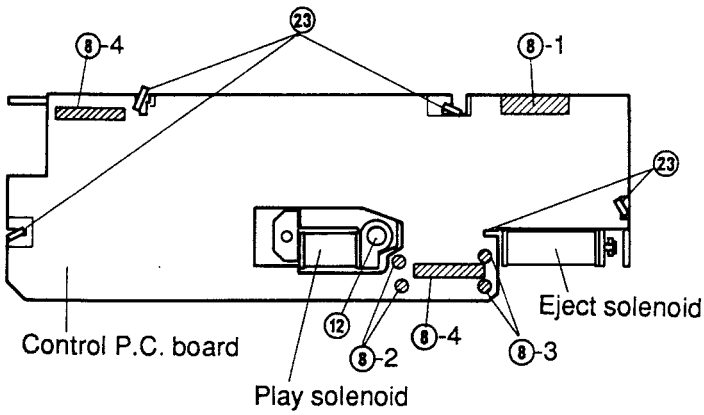

Figure 11
(2) Remove solder ⑧-1, and remove the parallel wire (5P) from the control PC board as shown in Figure 11.
(1) Remove the two solders ⑧-2 as shown in Figure 11.
(2) Remove one screw ⑫ and remove the solenoid as shown in Figure 11.
(3) Mount the new solenoid following the removal steps in the reverse order.
(1) Remove two solders ⑧-3. Take care not to loose the tube that protects the wire. (Refer to Figure 11.)
(1) Remove seven solders ⑧ and remove the three parallel wires and the wires of the eject solenoid and of the play solenoid as shown in Figure 11.
(2) Remove the claws ㉓ and remove the PC board as shown in Figure 11.
(3) After replacing the old PC board with a new one, mount it following the removal steps in the reverse order.